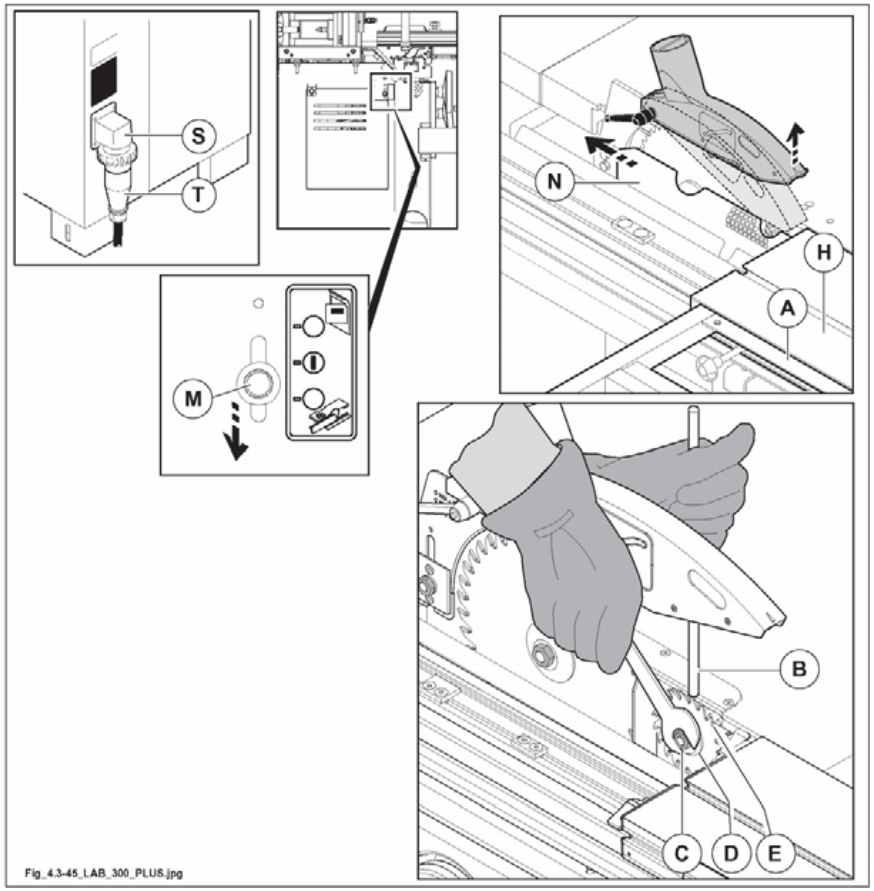

Abb. 4.3-45
1) positionieren Sie den Winkelrahmen (A Abb.4.3-45) wie in der Abbildung gezeigt wird und schieben Sie den Waggonschlitten (H Abb.4.3-45) ganz nach rechts.
2) Senken Sie der Hebel (M Abb.4.3-45) an und öffnen Sie die Schutzvorrichtung (N Abb.4.3-45).
3) Stift (B Abb.4.3-45) in die Öffnung des Sägeblatt-Halterflansches einfügen.
das Anlassen des Sägemotors wird durch einen Endschalter verhindert wenn Schutzdeckel (N Abb. 4.3-45) offen ist.
4) Feststellmutter (C Abb. 4.3-45) mit 13-mm-Inbusschlüssel lösen und Flansch (D Abb. 4.3-45) abnehmen.
5) In der Reihenfolge das Blatt (E Abb. 4.3-45) mit den Zähnen in Gegenrichtung zur Säge, den Flansch (D Abb. 4.3-45) und die Mutterschraube (C Abb. 4.3-45) einbauen.
6) Mutter mit 13-mm-Schlüssel anziehen, indem der Stift (B Abb. 4.3-45) verwendet wird.
aus Sicherheitsgründen Schutzdeckel (N Abb. 4.3-45) schliessen, andernfalls: